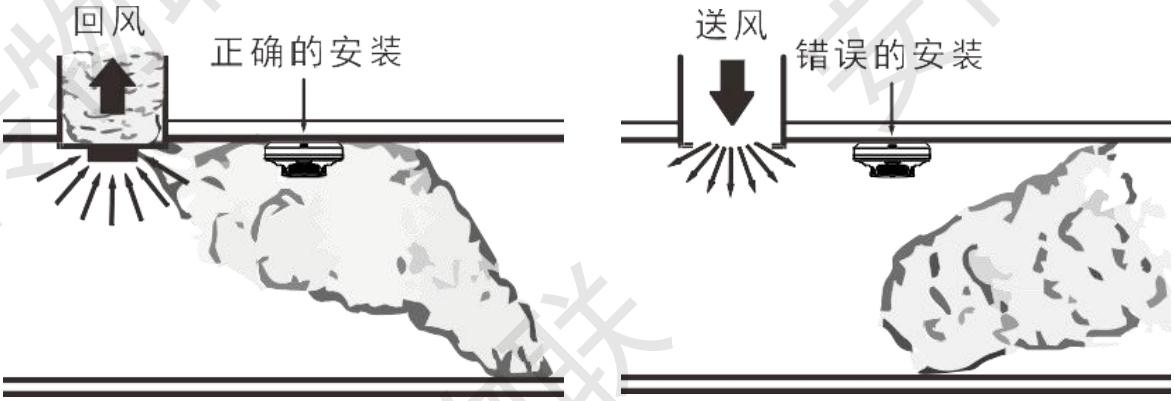

图 5
- 报警器安装在具有送风和回风管路的房间时，应该安装在流向回风口的气流流经的路径上，如图 5 所示。